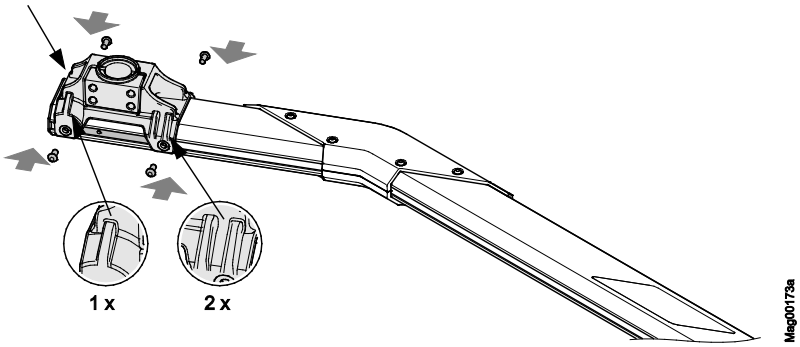

Abb. 28: Standard Vario-Flansch montieren
18. Flansch auf der anderen Seite des Schrankenbaumes montieren. Position der beiden Nutensteine und des Zusatzbleches beachten. Die kürzere Ausbuchtung des Flansches muss in Richtung Schrankenbaumende zeigen. → Siehe auch Seite 72, Abb. 28.